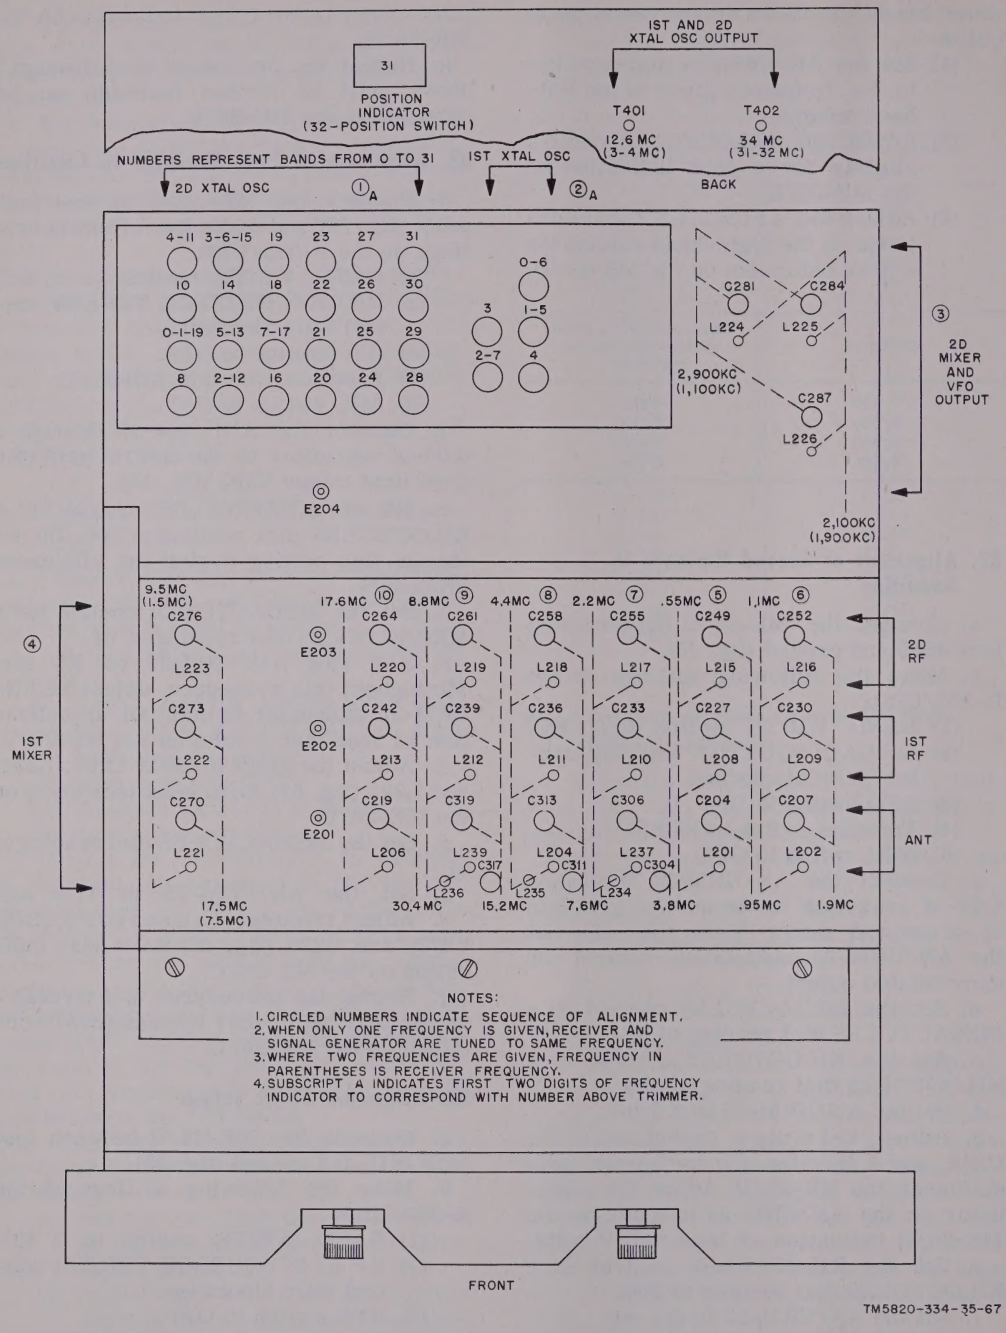

Figure 67. Receiver upper deck, alignment points.
g. Adjust trimmer capacitors C281, C284, and C287 (fig. 67) for a peak indication on the ME-26/U. Adjust the attenuator on the AN/URM-25 to maintain the ME-26/U indication at less than 3 volts.
j. Adjust the slugs of L224, L225, and L226 (fig. 67) for a peak indication on the ME-26/U.
f. Adjust the slugs of coils L221, L222, and L223 (fig. 67) for a peak indication on the ME-26/U.
i. Adjust trimmer capacitors C270, C273, and C276 (fig. 67) for a peak indication on the ME-26/U.
(5) AGC switch to OFF.
(6) ANT TRIM control to 0.
g. Refer to figure 67 for location of rf adjustment screws. Adjust the slugs for a set of tuned circuits while the receiver is tuned to the lower frequency indicated in the chart for that set of tuned circuits. Adjust the trimmer capacitors while the receiver is tuned to the higher frequency. Adjust the slugs of a set of tuned circuits listed in column 5 to obtain a peak indication on the ME-26/U. After changing the frequency settings of the receiver and the AN/URM-25, adjust the trimmer capacitors of a set of tuned circuits listed in column 6 to obtain a peak indication on the ME-26/U. The trimmer capacitors are accessible through holes in the top of the shield cans; they are adjusted by using the insulated alignment tool.